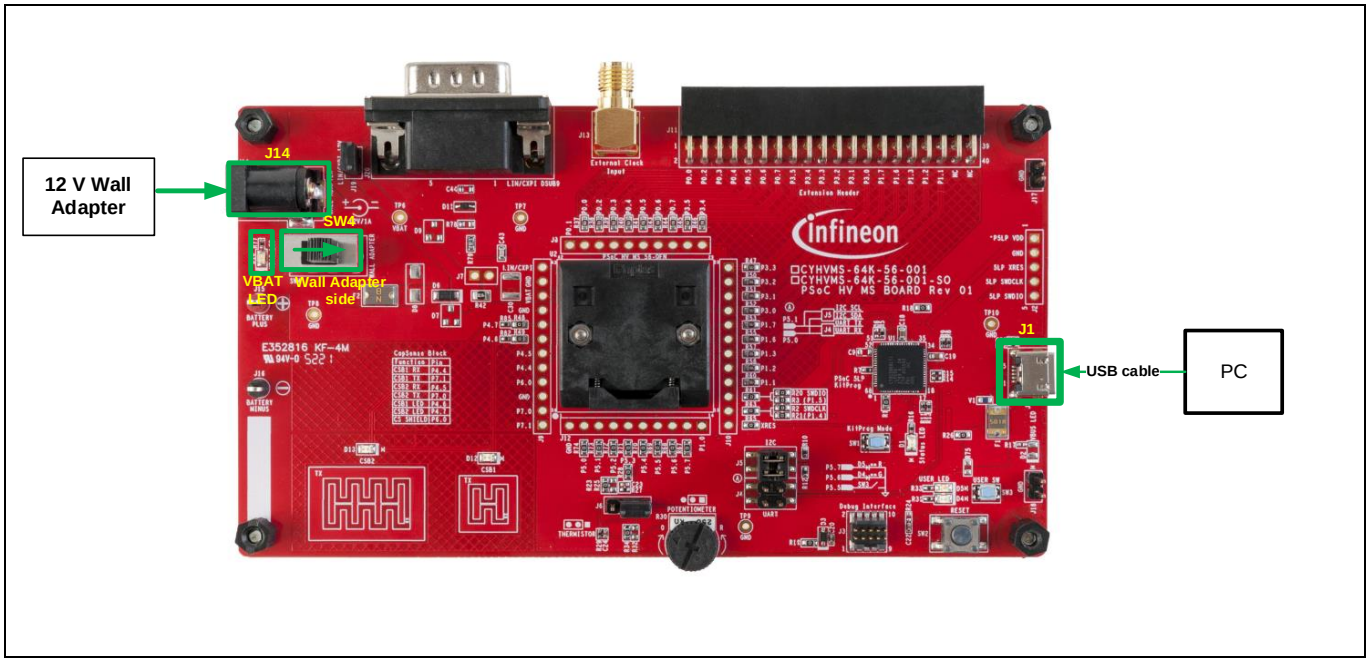

Figure 36 Connection of USB cable
a) Connect the USB cable to J1 of the CYHVMS-64K-56-001 Evaluation Board with the 12 V power supply from J14 (See Figure 36).